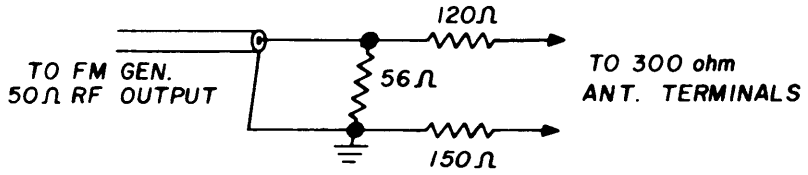

Figure 5
1. Set the SELECTOR switch to FM and turn the FM MUTING switch off. Connect an FM Generator to the 300 ohm antenna terminals using a matching network, if necessary, as shown below [Figure 5].